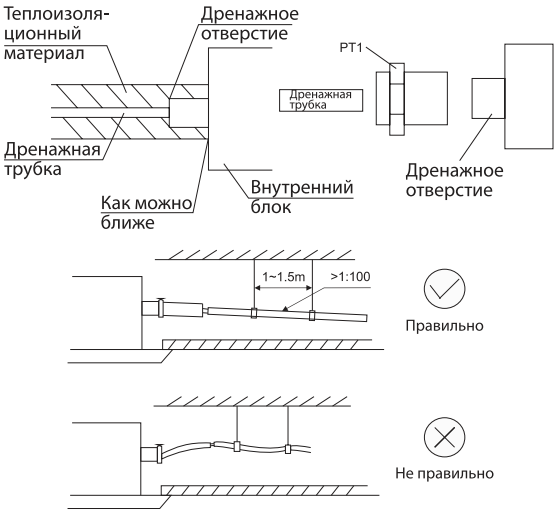

Рисунок 32 - Подсоединение дренажного трубопровода к внутреннему блоку
• Дренажный трубопровод должен быть надлежащим образом изолирован, чтобы предотвратить образование конденсата. Толщина теплоизоляционного материала должна быть не менее 9 мм (см. рис. 32).
• Дренажный трубопровод должен иметь уклон вниз не менее 1/100 (см. рис. 32).
• При сливе нескольких блоков в общую дренажную линию общий слив должен быть установлен на расстоянии около 100 мм ниже сливного отверстия каждого узла (см. рис. 32).